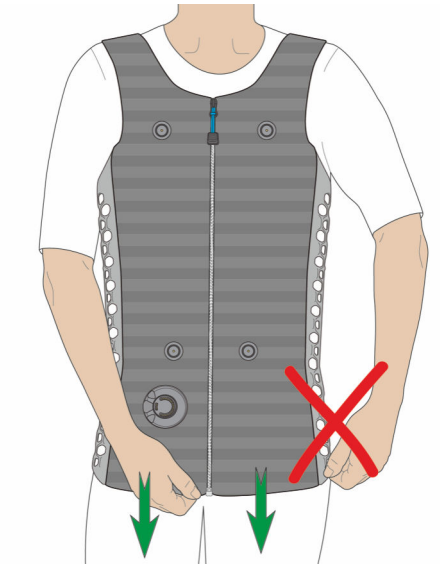

Fig. 37: Smoothing out the i-body®
5. Smoothing out the i-body® (Fig. 37).